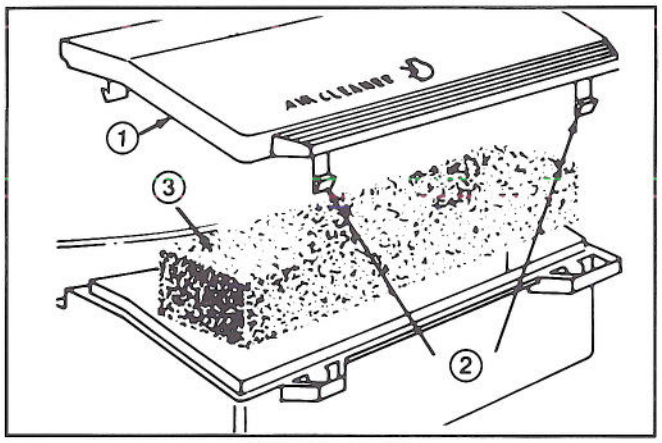

Abbildung 16
2. Die Verriegelungszungen eindrücken und den Luftfilterdeckel entfernen (Abb. 16). Den Deckel sorgfältig reinigen.
3. Ist die Oberseite des Schaumstoffeinsatzes verschmutzt, muß er herausgenommen und gut gereinigt werden (Abb. 16).